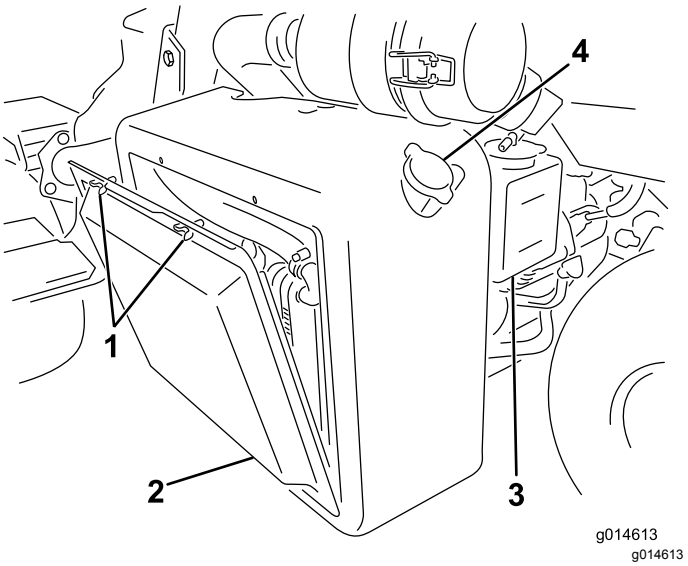

Figuur 56
1. Verwijder het radiateurscherm (Figuur 56).